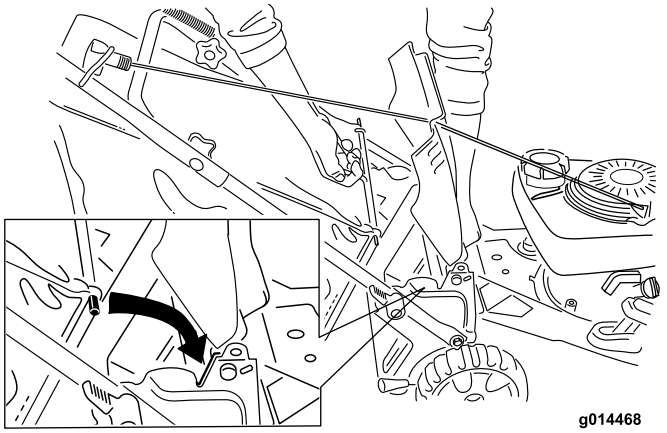

Figuur 19
2. Zet de achterklep omhoog en houd hem in deze stand; monteer de grasvanger in de inkepingen en zet de achterklep omlaag (Figuur 19).